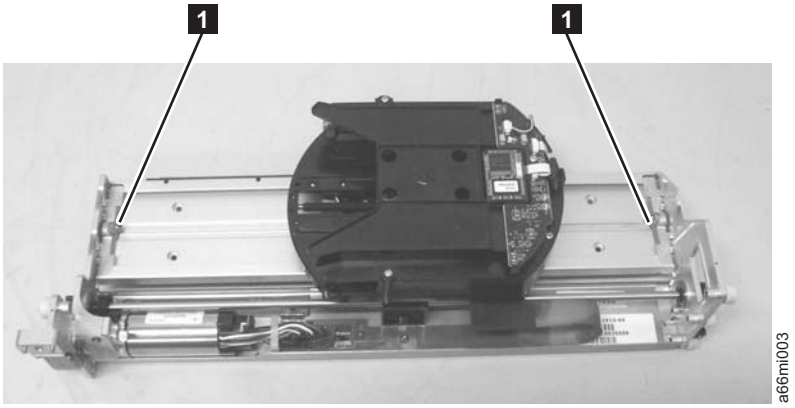

Figure 7-61. Thumb screws
7. Loosen the front and rear thumb screws (**1** in Figure 7-61.
2. Tighten the front and rear thumb screws (**1** in Figure 7-61).
3. Reach through the Access Door and loosen the screws (**1** in Figure 7-61 on page 7-59) on the front and rear of the Picker Assembly.
3. Reach through the I/O Station door and tighten the screws (**1** in Figure 7-61 on page 7-59) on the front and rear of the Picker Assembly.